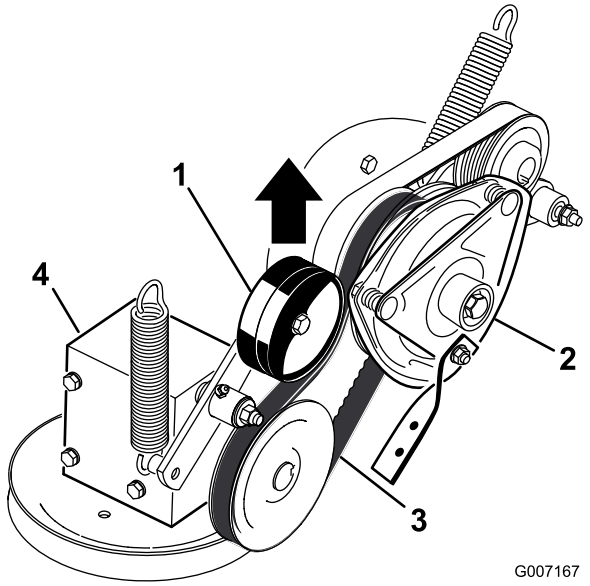

Figuur 54
5. Trek aan de veerbelaste spanpoelie voor de aandrijfriem van de aftakas en verwijder de riem van de poelie van de koppeling (Figuur 54).
17. Trek aan de veerbelaste spanpoelie voor de aandrijfriem van de aftakas en monteer deze op de poelie van de koppeling (Figuur 54).